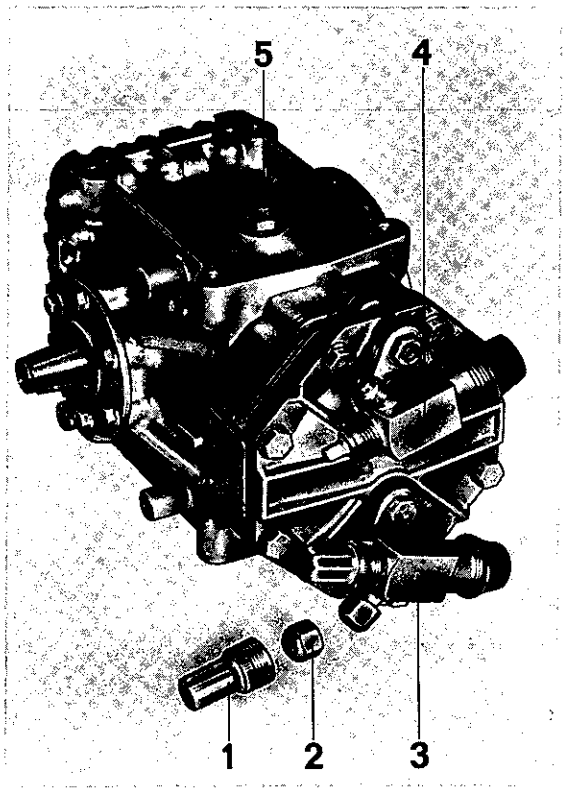

Fig. 7
4. Unscrew protective caps from service valves on compressor (refer to Fig. 7).